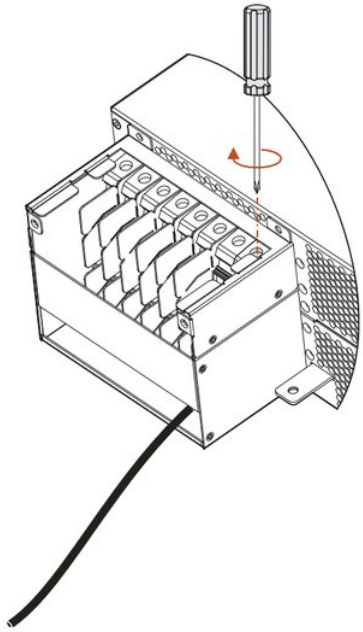

FIGURA 3-26 Collegamento dei cavi
3. Collegare i cavi come descritto in 3.4.1 Collegamenti dell'UPS da 10 kVA e 20 kVA (Figura 3-26).